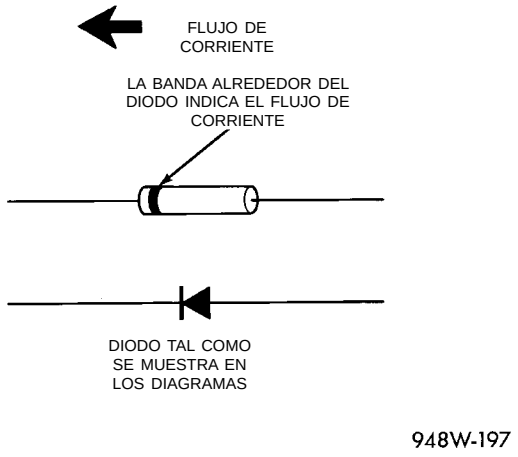

Fig. 23 Identificación del diodo
(1) Desconecte la batería.
(2) Localice el diodo en el mazo, y retire la cubierta protectora.
(3) Retire el diodo del mazo. Preste atención a la dirección del flujo de corriente (Fig. 23).